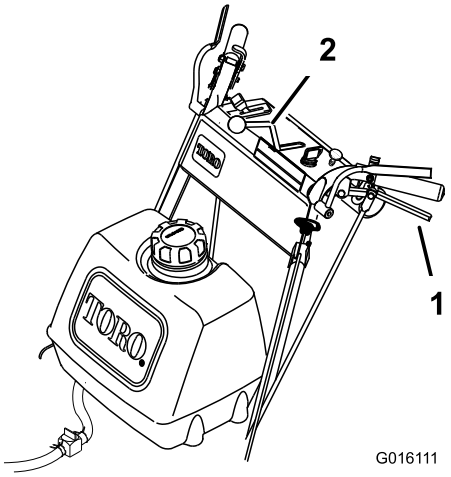

Figur 13
4. Slip drivhåndtagene langsomt for at køre fremad (Figur 13).
Påfør drivhåndtagene samme tryk for at køre ligeud (Figur 13).
Tryk drivhåndtaget ind på den side, du vil dreje til, hvis du ønsker at dreje (Figur 13).
Tryk drivhåndtagene langsomt ind for at køre bagud (Figur 13).